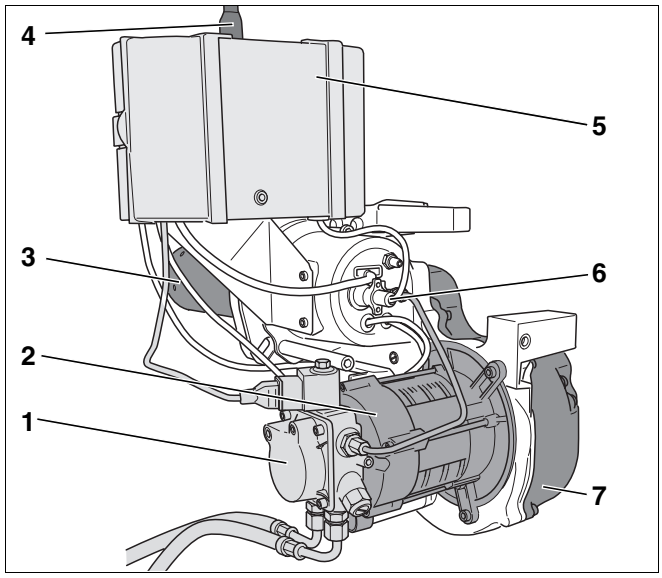

Afb. 1 Brander Logatop BE 1.3 en 2.3
– oliepomp met magneetklep en aansluitslangen voor stookolie (afb. 1, **pos. 1**)
– brandermotor (afb. 1, **pos. 2**)
– branderbuis (afb. 1, **pos. 3**)
– digitale branderautomaat SAFe 10 met resettoets (afb. 1, **pos. 5**)
– vlamvoeler (afb. 1, **pos. 6**)
– ventilator (afb. 1, **pos. 7**)
De brander (afb. 1) wordt aangesloten via een netstekker (afb. 1, **pos. 4**) en via een communicatieleiding verbonden met het regeltoestel.